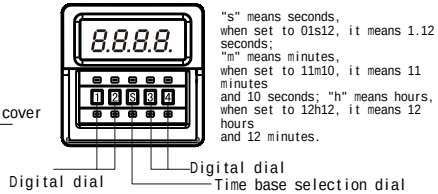

Figure 2 (using HHS6 as an example)
b) Step 2: Set the delay time and period as required (as shown in Figure 2);